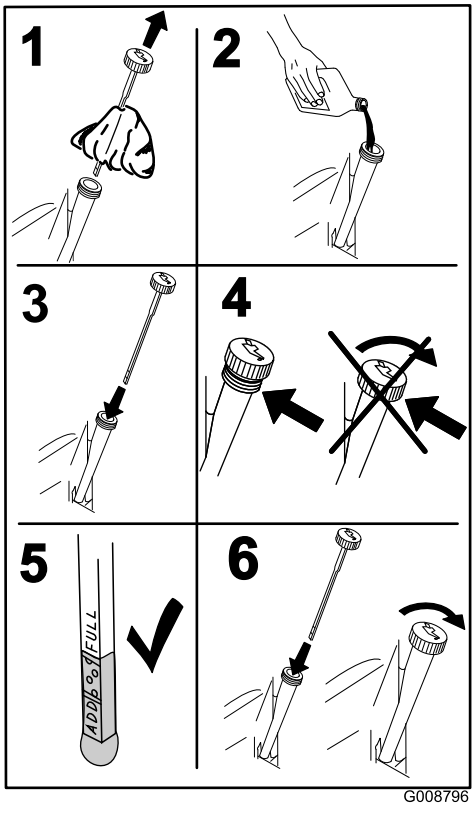

Рисунок 40
4. Извлеките щуп и протрите его чистой тканью (Рисунок 40).